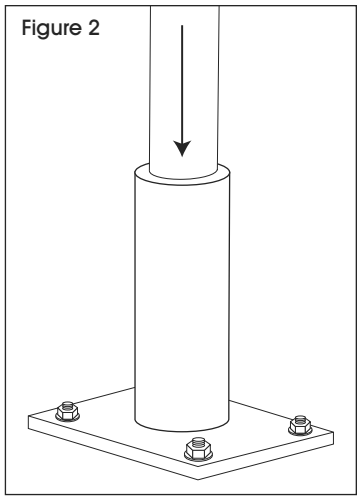

Figure 2
6. Insérez une extrémité du garde-corps dans le socle de montage. (Voir Figure 2)